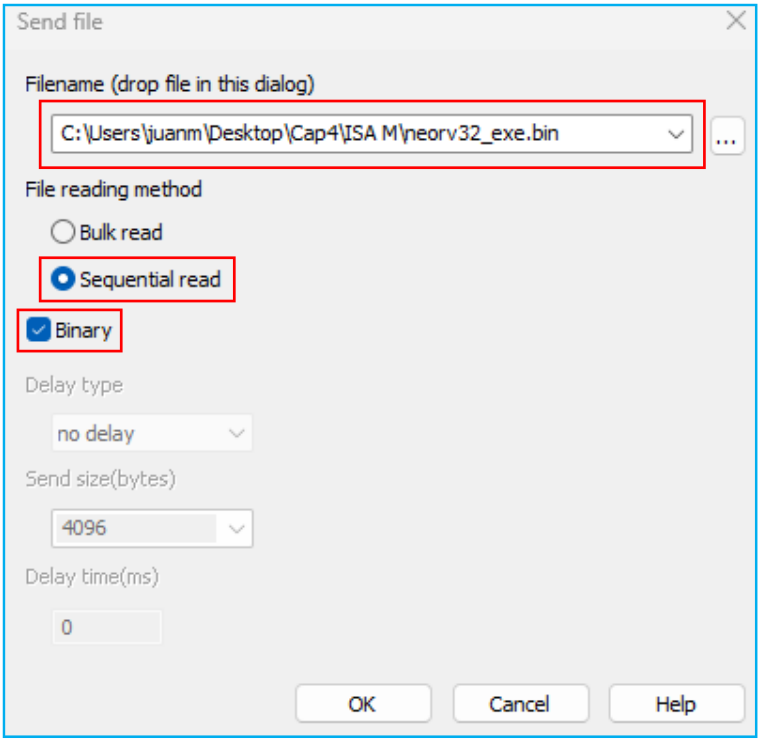

Fig.9. Ventana de envío de archivo por el puerto serie.
8. Seleccionamos el archivo `neorv32_exe.bin` correspondiente al programa de aplicación que se quiera ejecutar en el procesador. Además, seleccionamos las opciones `Sequential read` y `Binary` (Fig.9). Pulsamos `OK`.